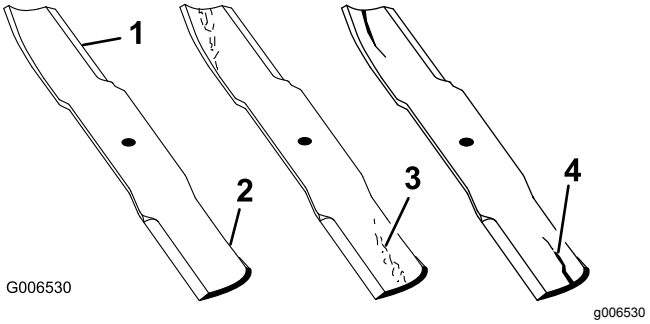

Figur 112
1. Efterse skærekanterne (Figur 112).
4. Hvis skæreknivene er beskadiget eller slidt, eller hvis der er antydning af en revne i dette område, skal der straks monteres nye skæreknive (Figur 112).